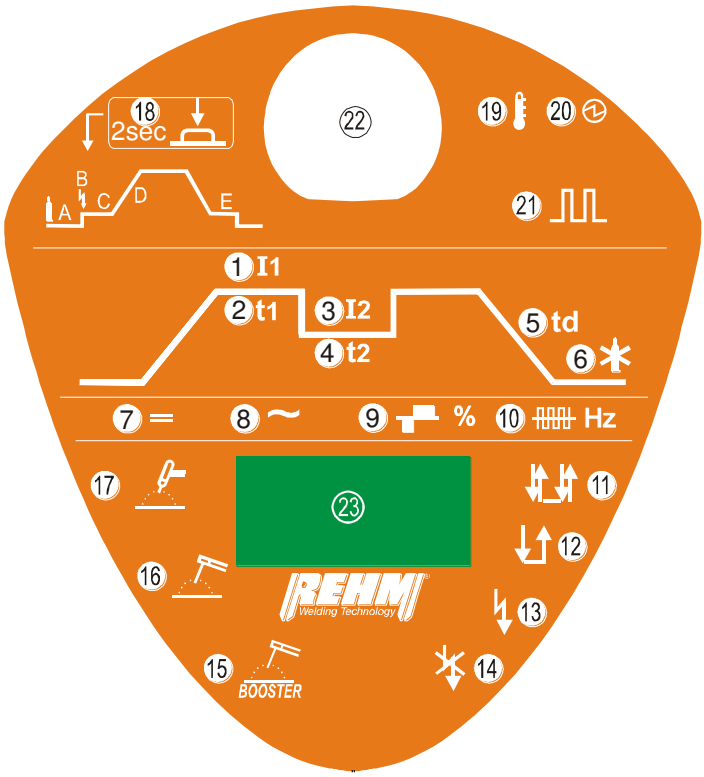
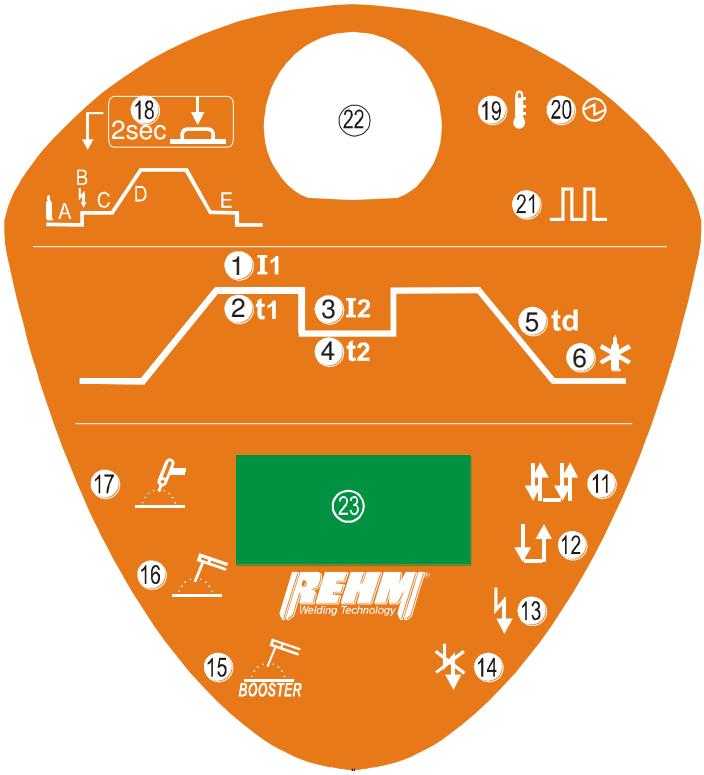

Bild 3.1: Das REHM-Bedienfeld bei TIGER 170 AC/DC und Tiger 210 AC/DC
Bild 3.2: Das REHM-Bedienfeld bei TIGER 170 DC und Tiger 210 DC
Die Bedienung der WIG-Schweißanlage erfolgt über das in Bild 3.1 (für Tiger 170 / 210 AC/DC) oder Bild 3.2 (für Tiger 170/210 DC) dargestellte REHM-Bedienfeld.
Aufgeteilt ist das Bedienfeld in die der dargestellten Schweißkurve zugeordneten Schweißparameter (1)-(6), dem darunterliegenden Bereich für Wechselstromschweißen (7)-(10), den WIG-Funktionen (11)-(14) rechts der digitalen Anzeige und den Schweißverfahren (15)-(17) links der digitalen Anzeige. Rechts vom Drück- und Drehknopf sind die Kontrollleuchten (19)-(21), links davon der Spezialmodus (18). Die Reihenfolge, mit der man durch Drehen durch das Bedienfeld läuft, ist entsprechend der in Bild 3.1 bzw. Bild 3.2 gewählten Nummerierung.
Die Funktionen sind nachfolgend in der Reihenfolge gemäß Bild 3.1. bzw. Bild 3.2 aufgeführt.